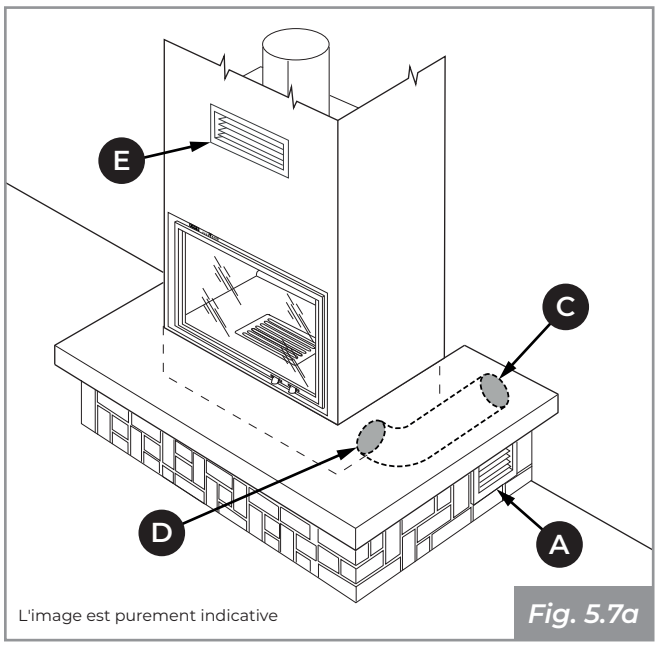

*Fig. 5.7a*
- **(Fig. 5.7a)** : prise d'air externe **(C)** canalisé jusqu'au foyer, avec grille inférieure fournie pour la recirculation de l'air ambiant **(A)** sur le côté du revêtement ;